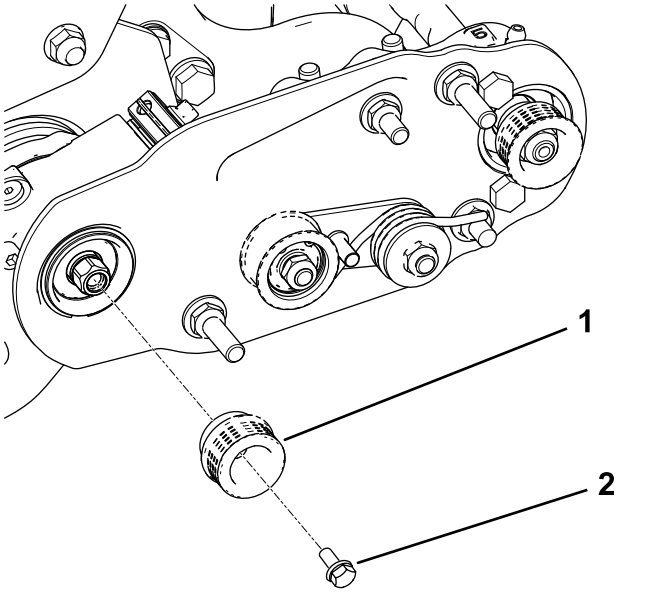

Rysunek 15
2. Zamontuj napędowe koło pasowe do wałka zespołu pielęgnującego (Rysunek 15).
3. Nałóż niebieski środek do zabezpieczania gwintów na śrubę kołnierzową i za jej pomocą zamocuj koło pasowe do wałka napędowego, patrz Rysunek 15.